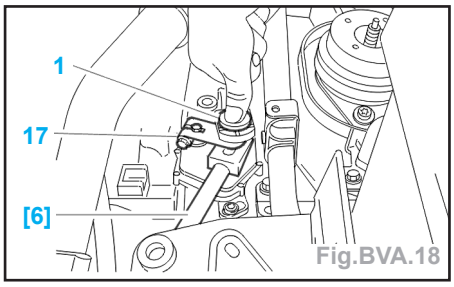

Fig.BVA.18
Impératif : pour clipper la rotule (1), mettre une butée sous le levier de sélection (17) (ex. outil [6]) (Fig.BVA.18).